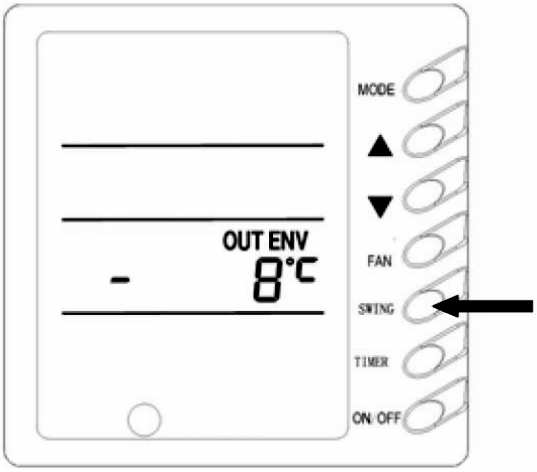

Abb. 8
7) Außentemperatur anzeigen (Abb. 8)